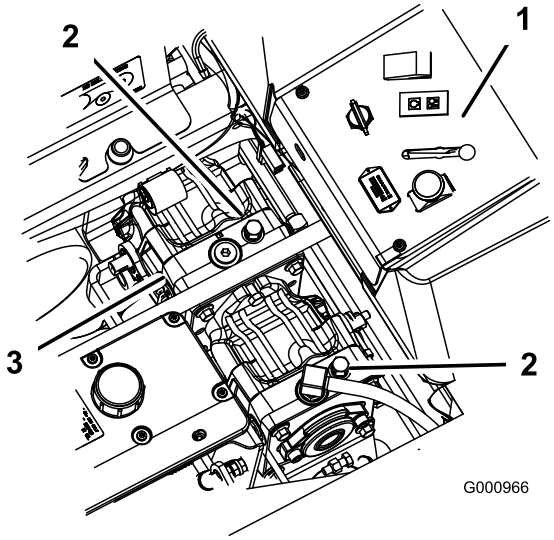

Figuur 22
2. Draai de omloopkleppen één slag naar links om de machine te duwen. Hierdoor kan de hydraulische vloeistof langs de pomp worden geleid zodat de wielen kunnen draaien (Figuur 22.
Draai de omloopkleppen een slag naar rechts om de machine in bedrijf te stellen (Figuur 22).